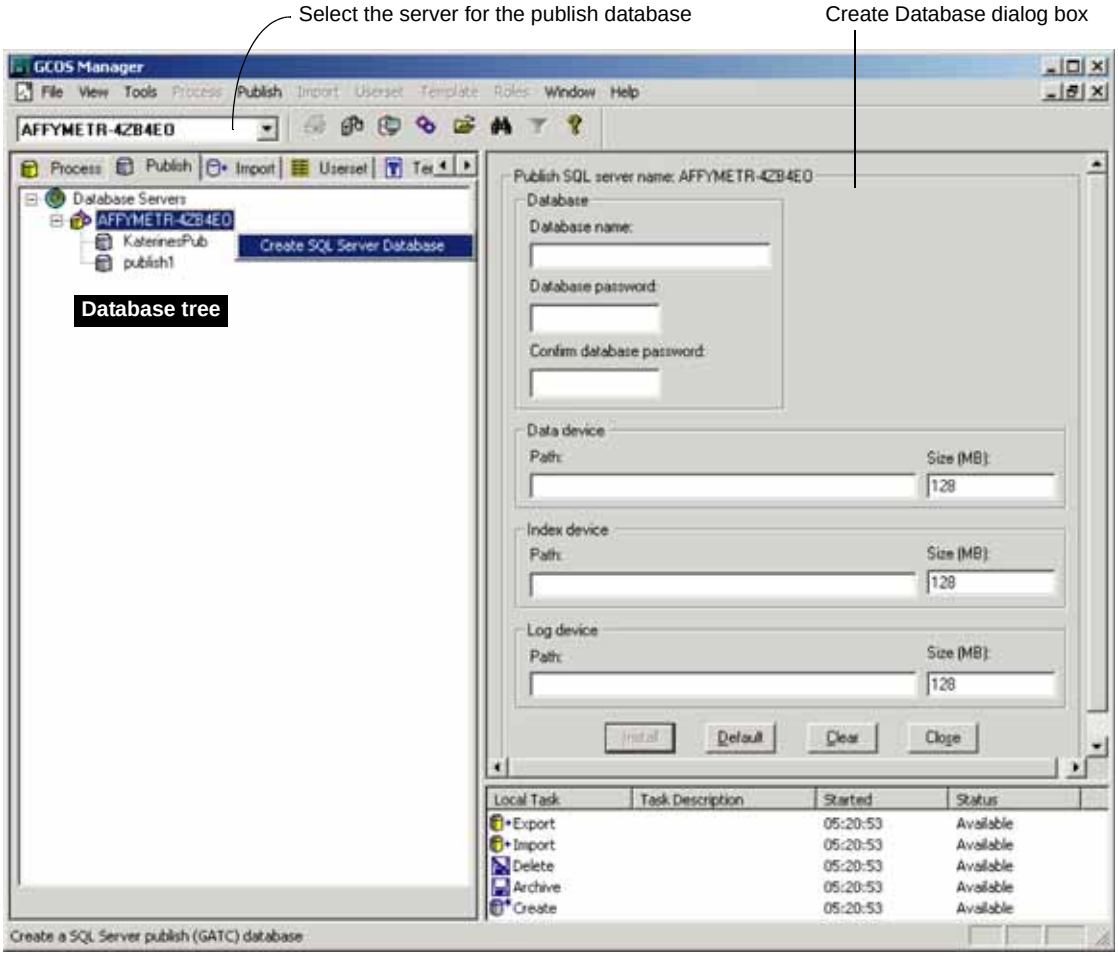

Figure 15.36
1. Select the server where the publish database will reside from the drop-down list on the toolbar **(Figure 15.36)**.
⇒ The Create Database dialog box appears **(Figure 15.36)**.